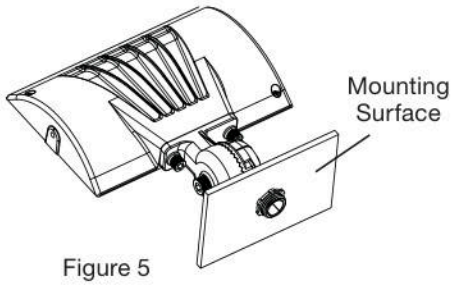

Figure 5
STEP 2: Secure the fitter to the mounting surface with screws (Figure 5).
ÉTAPE 2: Fixez la fixation à la surface de montage avec des vis (Figure 5).